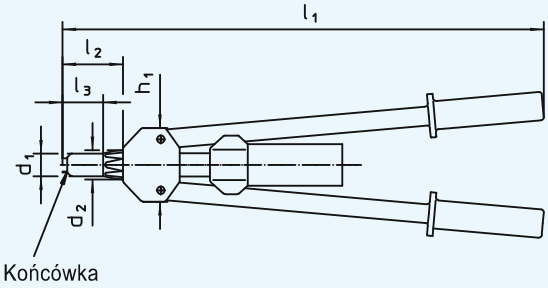

Rysunek 1
- W przypadku materiałów twardych (patrz rys.1) chropowatość R_z=10 bis 30 µm.
- W przypadku materiałów twardych (patrz rys. 1) chropowatość R_z=10 bis 30 µm.